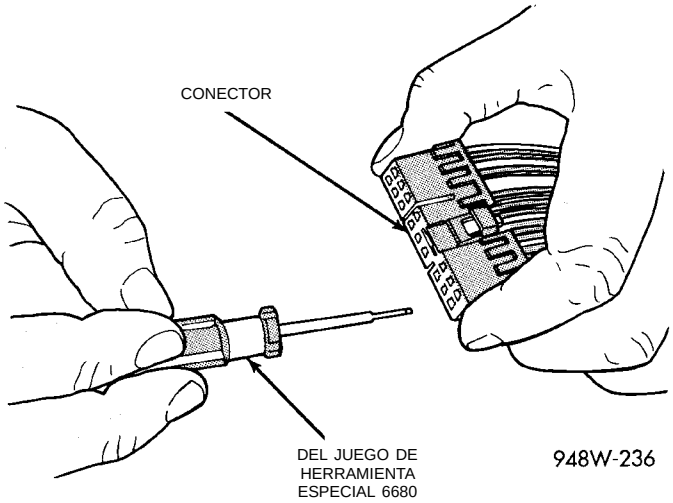
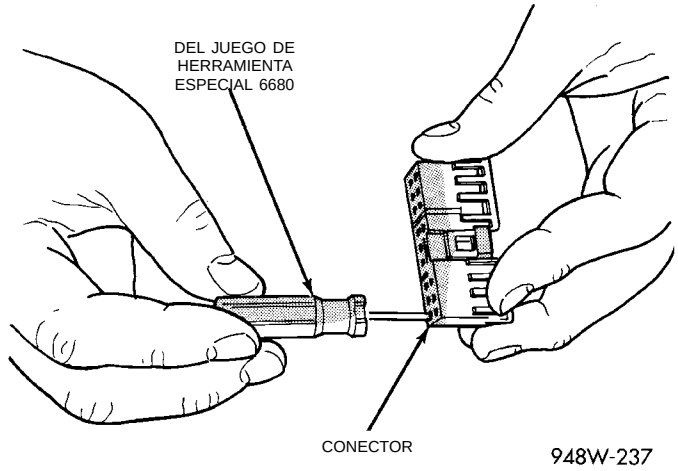

Fig. 17 Desmontaje de terminal
Fig. 18 Desmontaje del terminal utilizando la herramienta especial
(4) Emplace la garra de traba del conector apartada del terminal utilizando el Juego de Herramienta especial 6680. Tire del cable para sacar el terminal del conector (Fig. 17) (Fig. 18).
(5) Si el terminal posee una cola de traba, vuelva a colocarla en su sitio.
(6) Introduzca el cable que retiró en la misma cavidad del conector de recambio.
(7) Repita los pasos del cuatro al seis para cada uno de los cables del conector, asegurándose de que todos se introduzcan en las cavidades correctas. Para obtener información adicional sobre la identificación de la espiga del conector, consulte los diagramas de cableado.
(8) Introduzca la cuña de traba en el conector reparado, si fuese necesario.
(9) Conecte el conector a su mitad/componente complementario.
(10) Conecte la batería y pruebe todos los sistemas afectados.